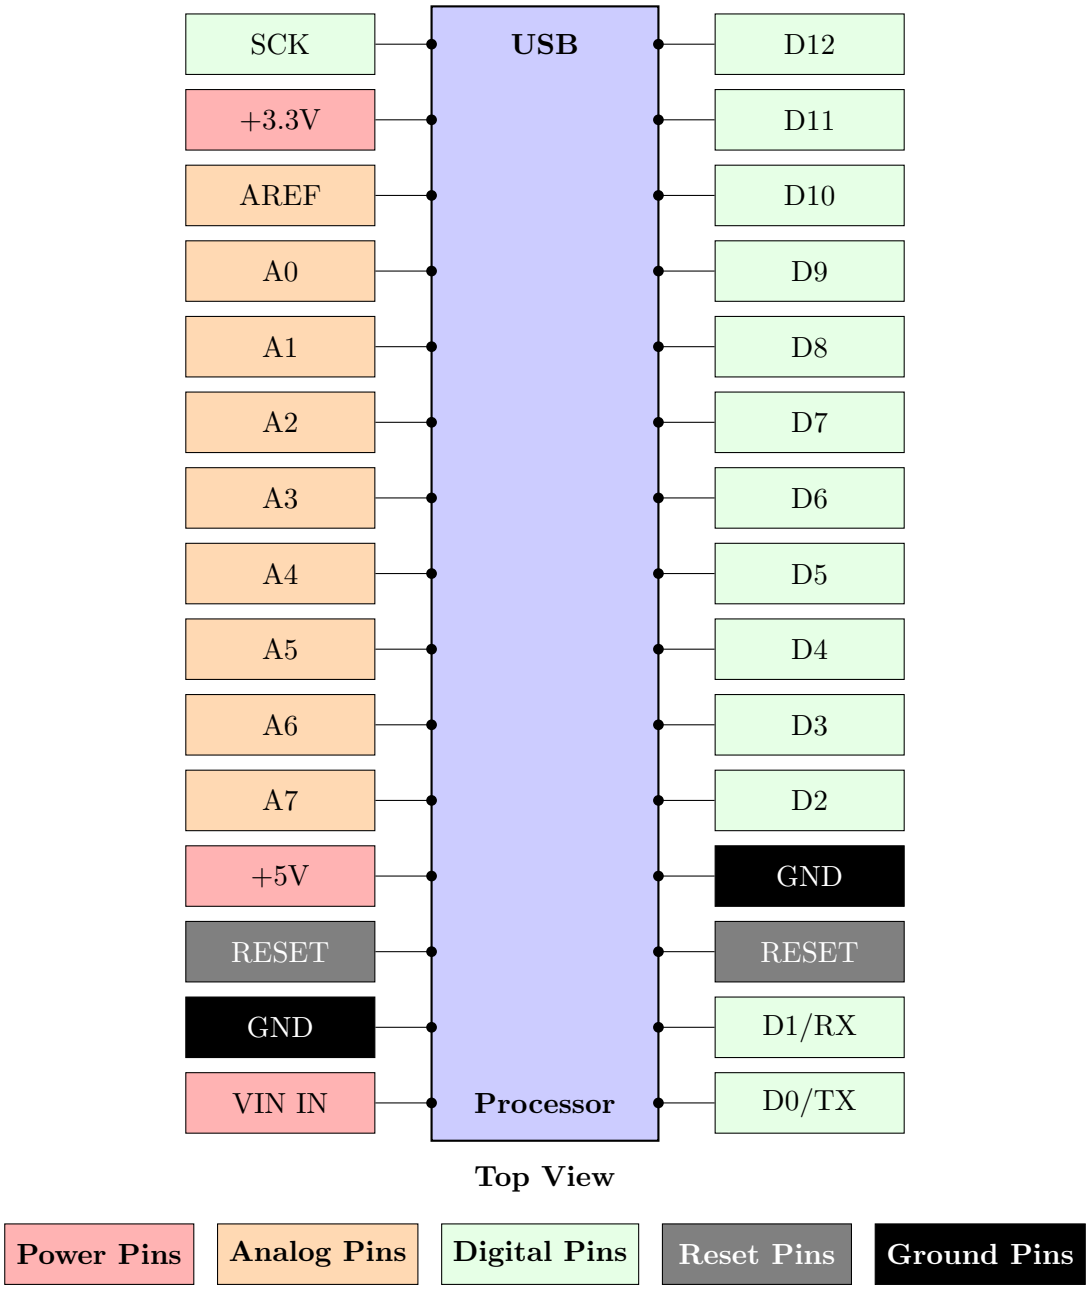

Figure 6: Arduino Nano 33 BLE Pins
- A 6V battery can be connected directly to the **VIN** pin (refer to Figure 6) using a toggle switch for the positive terminal and the **GND** pin for the negative terminal. The onboard voltage regulator will convert the 6V to 3.3V to power the board .